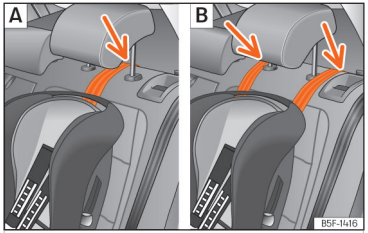
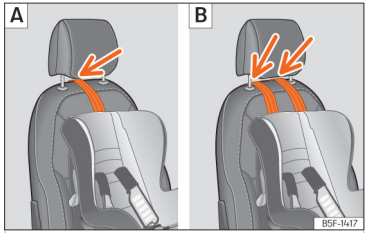

Abb. 45 Rücksitze: Einstellung und Einbau unter Verwendung des Top Tether-Gurts.
Abb. 46 Beifahrersitz: Einstellung und Einbau unter Verwendung des Top Tether-Gurts.
- Führen Sie den Gurt unter der Kopfstütze durch (in Abhängigkeit der Gebrauchsanweisungen des Kindersitzes ggf. Kopfstütze anheben oder entfernen) ››› (Abb. 45), ››› (Abb. 46).